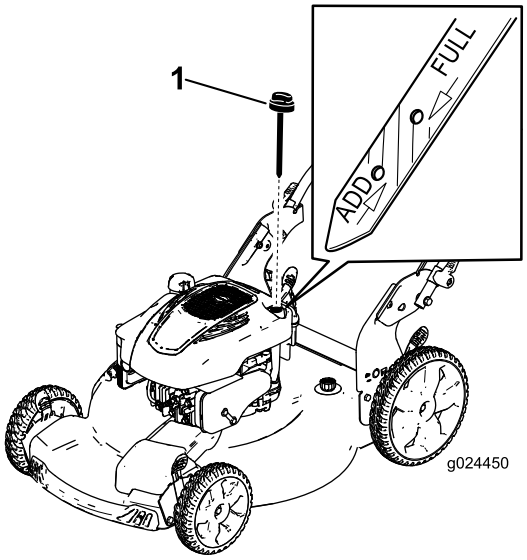

Rysunek 10
Uzupełniaj zbiornik paliwa świeżą, zwykłą benzyną bezołowiową zakupioną na stacji renomowanego dostawcy paliw (Rysunek 10).
2. Wyjmij wskaźnik poziomu (Rysunek 10).
5. Odczytaj poziom oleju na wskaźniku (Rysunek 10).